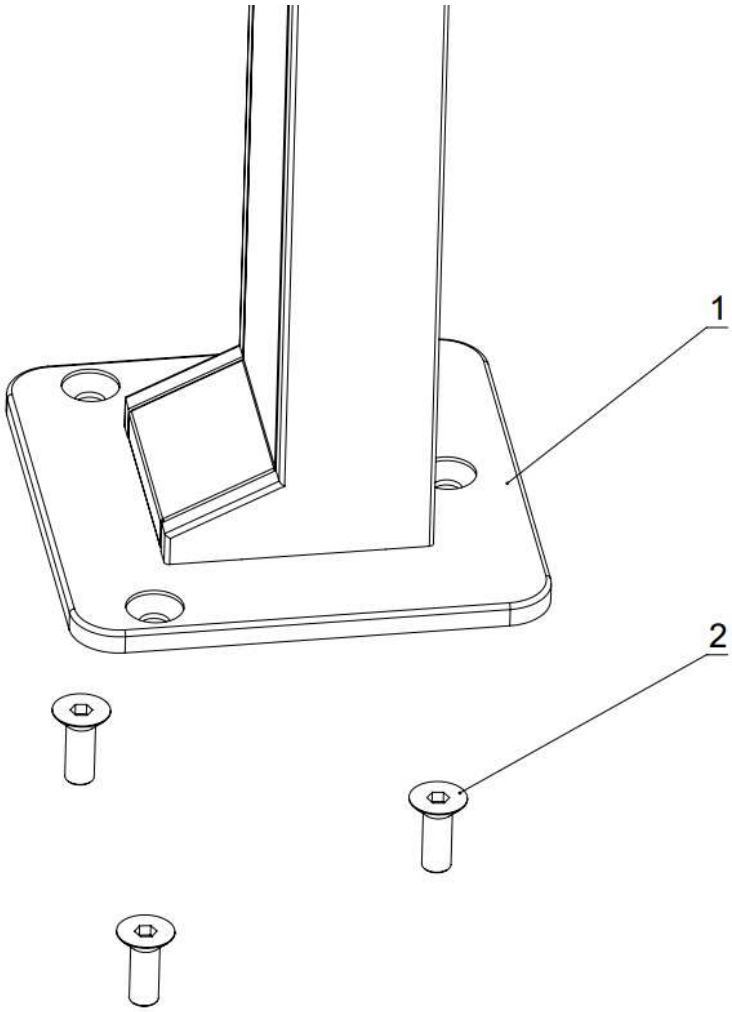

Рис. 8. Схема установки турникета
4.2.8. Совместите отверстия в опоре турникета (1,рис. 8) с анкерами в полу. Проверьте вертикальность установки в 2-х плоскостях, при необходимости используйте стальные прокладки требуемой толщины для правильной установки турникета. Закрепите стойку турникета тремя винтами М8 (2,рис. 8), закрутив их в соответствующие анкеры, используя ключ для винта с внутренним шестигранником S5. Установите крышку основания на двухсторонний скотч